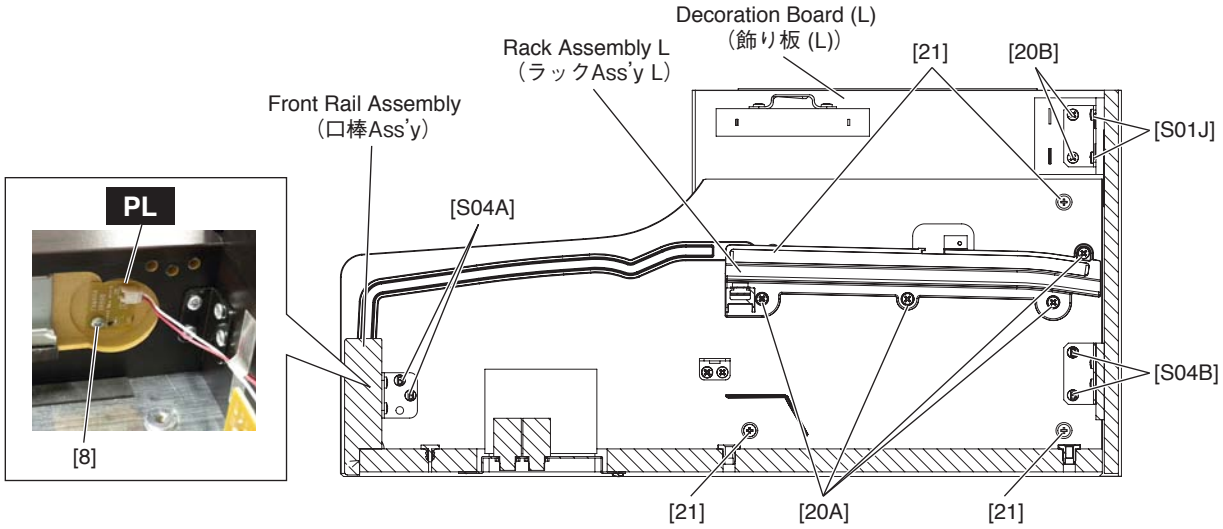

Fig.12（図 12）
15-4 Remove the four (4) screws marked [20A]. The rack assembly L can then be removed. (Fig.12)
15-4 [20A] のネジ 4 本を外して、ラック Ass'y（L）を外します。（図 12）
16-7 Remove the four (4) screws marked [21] and the two (2) screws marked [S01J]. The decoration board L can then be removed. (Fig.12)
16-7 [21] のネジ 4 本と [S01J] のネジ 2 本を外して、飾り板（L）を外します。（図 12）
17-6 Remove the screw marked [8]. The PL circuit board can then be removed. (Fig.12)
17-6 [8] のネジ 1 本を外して、PL シートを外します。(図 12)
18-6 Remove the two (2) screws marked [S04A] for each side. (Fig.12)
19-3 Remove the two (2) screws marked [S04B], the two (2) screws marked [S01J] for each side. (Fig.12)
18-6 [S04A] のネジを左右 2 本ずつ外します。(図 12)
19-3 [S04B] のネジを左右 2 本ずつ、[S01J] のネジを左右 2 本ずつ外します。(図 12)
21-8 Remove the two (2) screws marked [S04A] and the two (2) screws marked [S01J] . (Fig.12)
21-8 [S04A] のネジ 2 本と [S01J] のネジ 2 本を外します。(図 12)